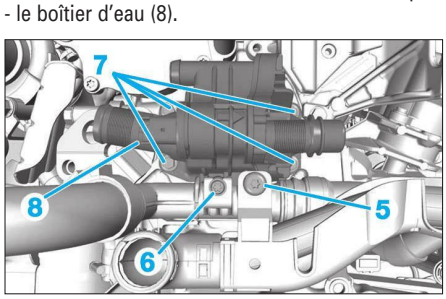

**Fig. 24**
- la vis de maintien du guide (5) **(Fig.24)**,
- la vis de maintien du tube d'eau (6),
- les 4 vis (7) de fixation du boîtier thermostatique,
- le boîtier d'eau (8).